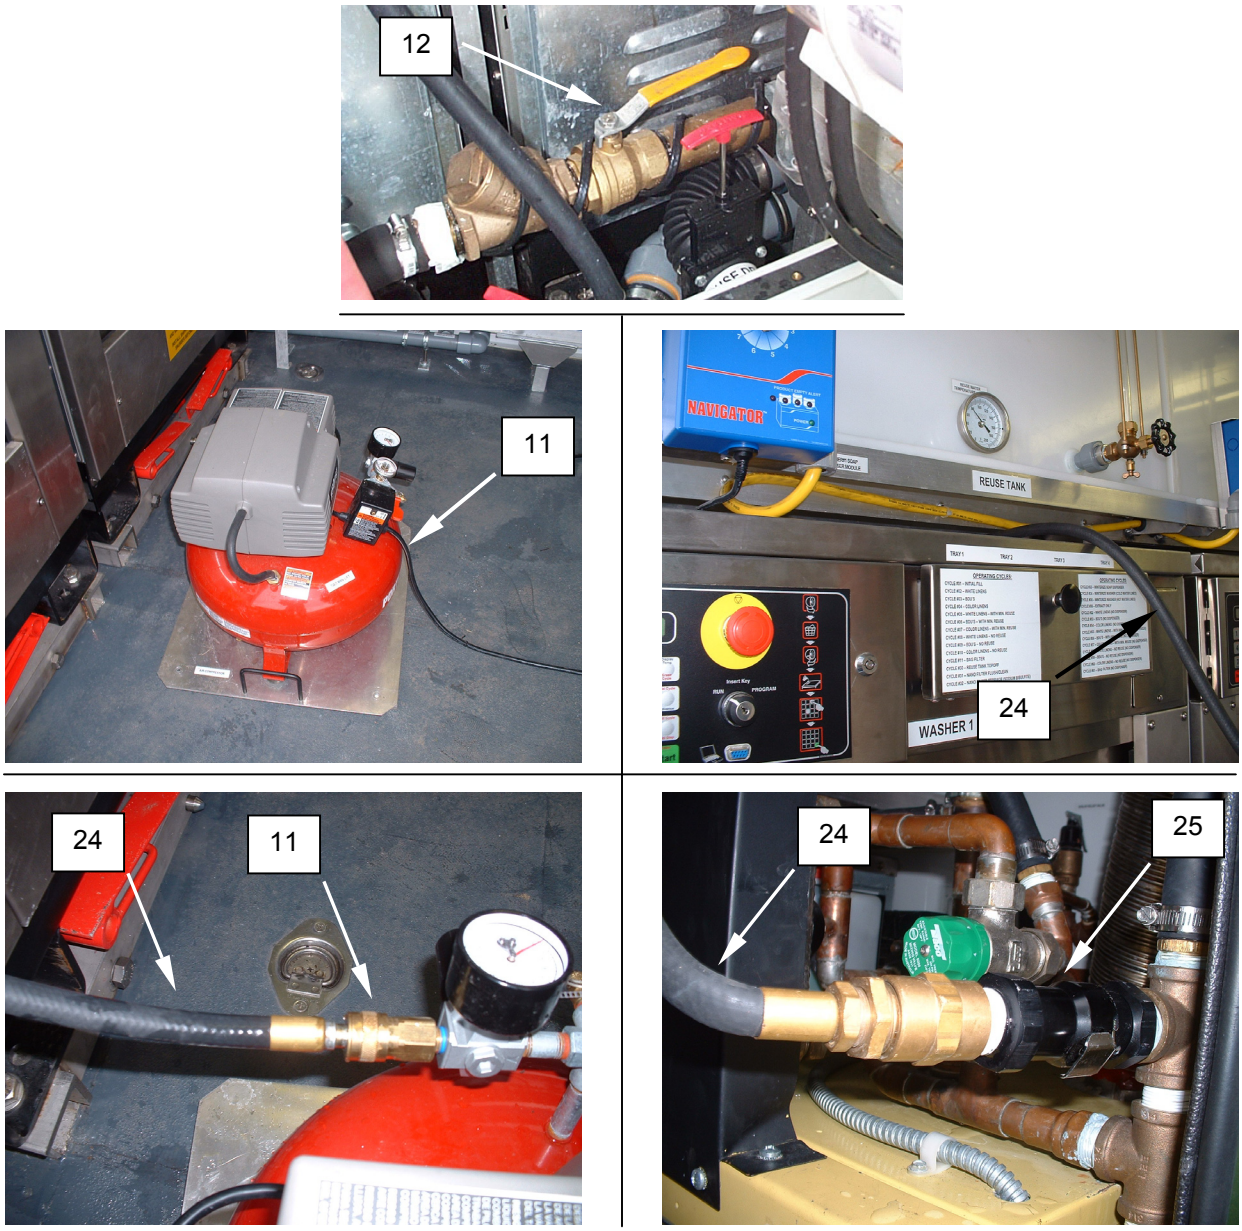

Figure 8. Purge Automatic Soap Dispenser.
9. Close water shutoff valve V-57 **(Figure 8, Item 12)**.
10. Connect one end of air compressor hose **(Figure 8, Item 24)** to air compressor **(Figure 8, Item 11)** and the other end to the air purge connector **(Figure 8, Item 25)**. Slide hose over the top of washer 1.